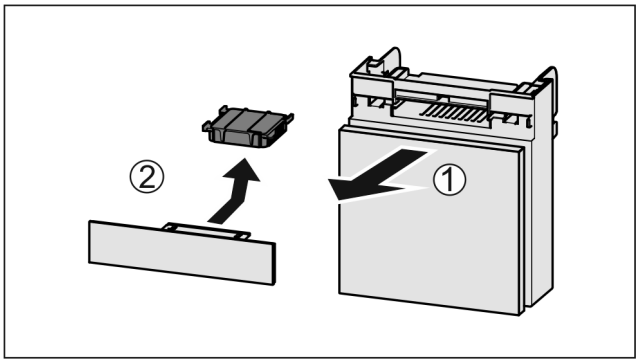

Fig. 103
▶ Pull out the compartment *Fig. 103 (1)*.
▶ Remove the carbon filter *Fig. 103 (2)*.